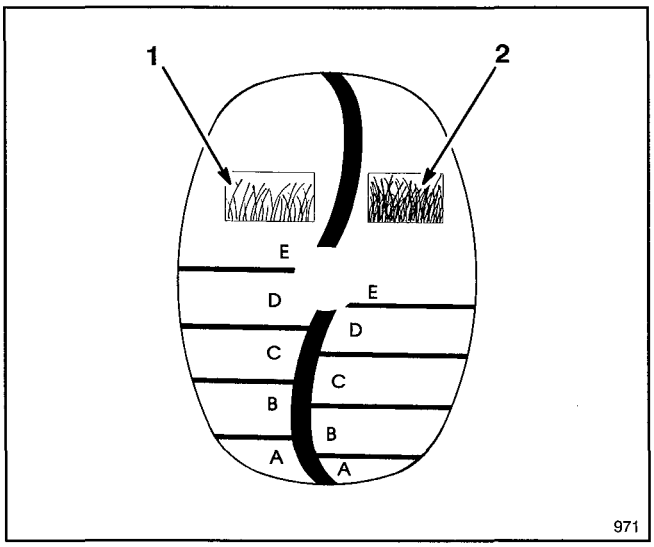

Figure 12
1. Before starting the engine and beginning to mow, push the mower into the grass. Stop when the letters on the SmartWheel design on the rear left wheel are upright (Fig. 12).
2. Using the coded SmartWheel design (Fig. 12), compare the tips of the grass blades to the letters on the wheel. Whichever letter the tips of the grass blades correspond with is the proper cutting height.